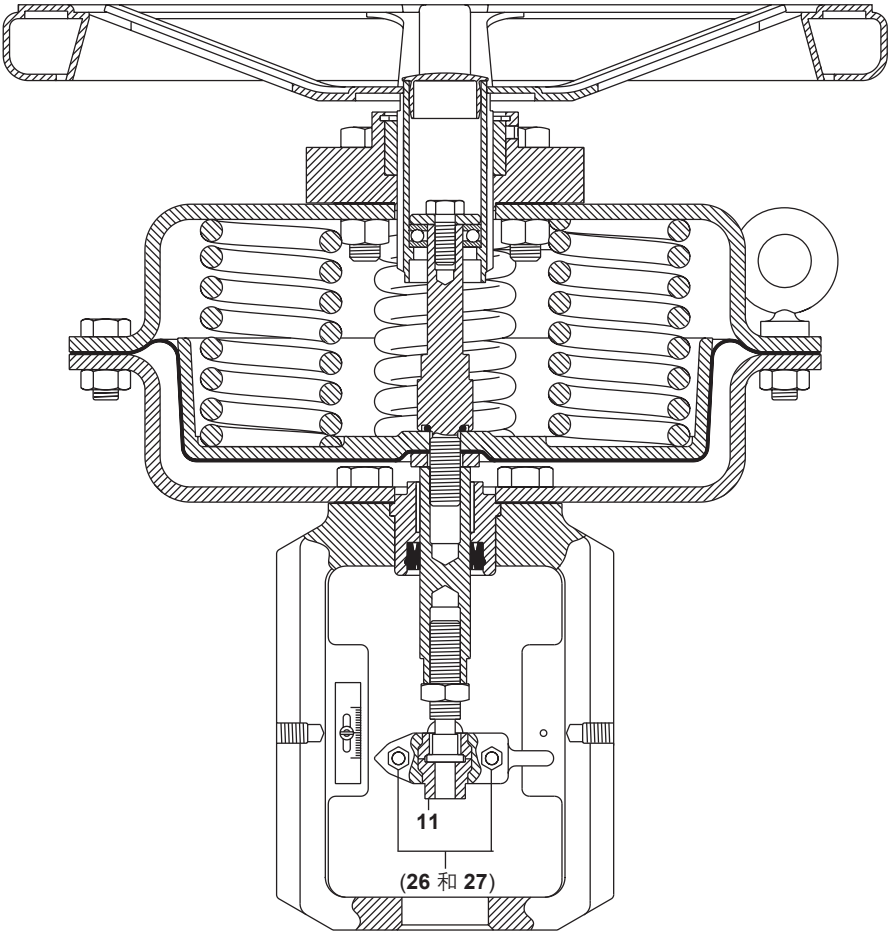

图 9
- 松开夹紧连接件的螺栓和螺母（26和27，见图9)，取下阀门适配器（11)。